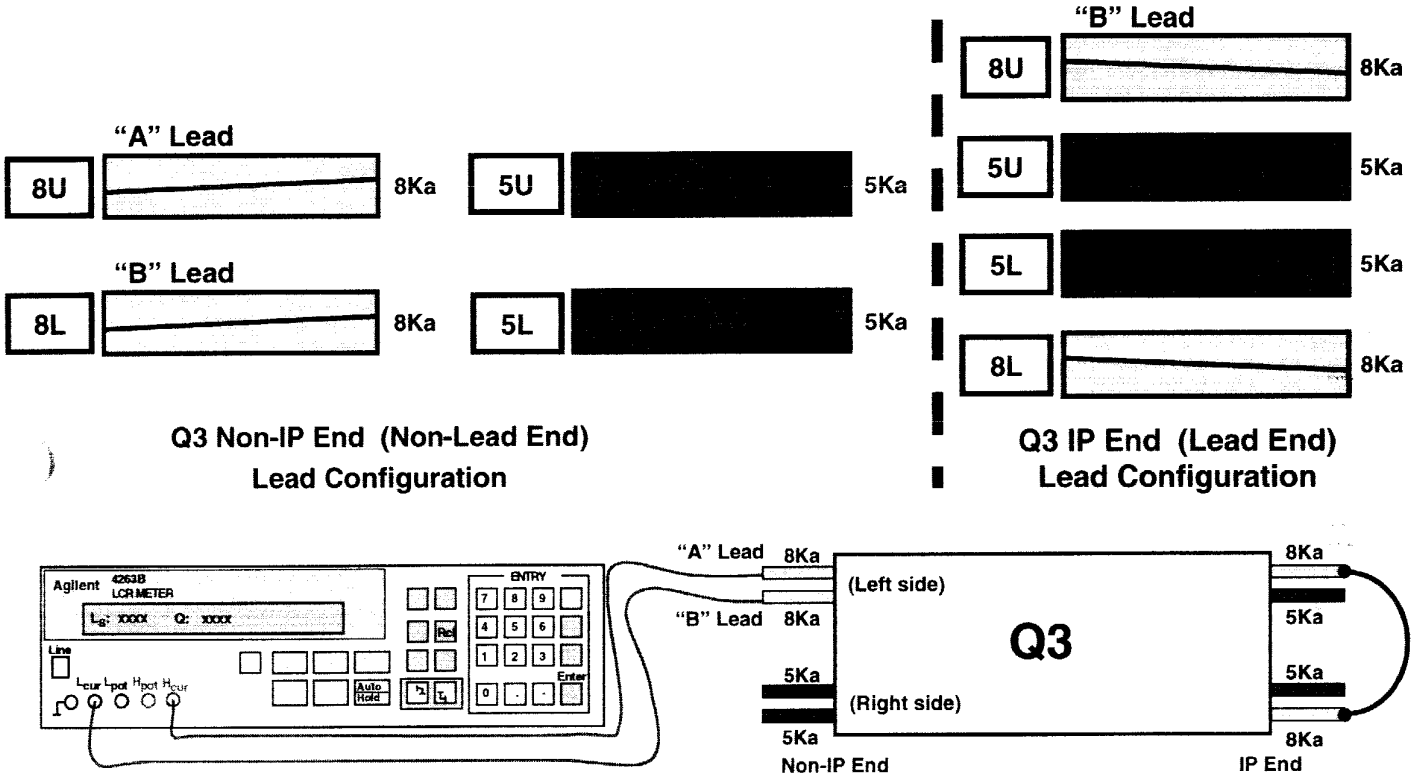

Figure 24.0-B
6. Connect H_{cur} to "A" power lead as shown in figure 24.0-B.
7. Connect L_{cur} to "B" power lead as shown in figure 24.0-B.